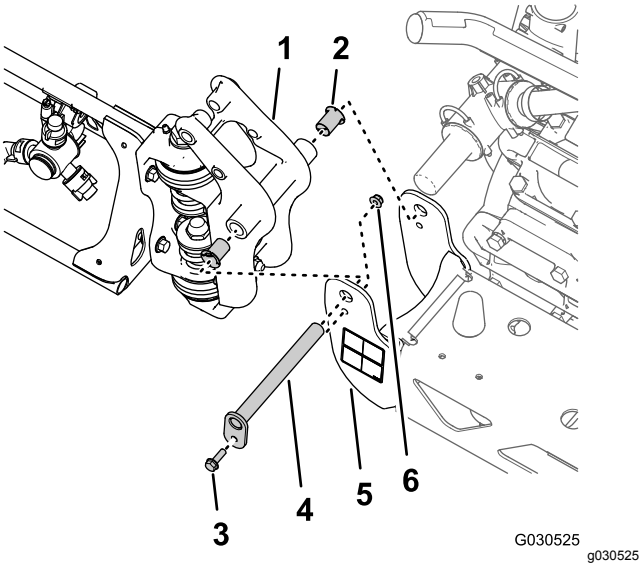

Figur 74
1. Fjern flenshodebolten (5/16 x 1 tomme) og flenslåsemutteren (5/16 tomme) som fester svingbolten til svingbraketten (Figur 74).
2. Fjern svingbolten fra den midtre bomseksjonens svingbrakett og svingkoblingen for den ytre sprederseksjonen (Figur 74).
3. Skill den ytre bomseksjonen fra den midtre bomseksjonen og fjern den ytre seksjonen fra maskinen (Figur 74).
4. Fjern de to nylonflensbøssingene fra svingkoblingen på den ytre bomseksjonen (Figur 74).